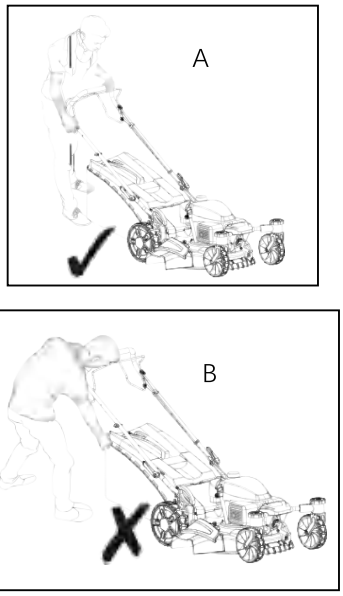

Fig. 23
WARNING! The starting position should be as described in the instruction manual. Fig. 23 A illustrates the defined starting position. The operator should start the engine behind the upper handle bar (2). Do not start.
the engine while standing on the side of the product as shown on Fig. 23 B.